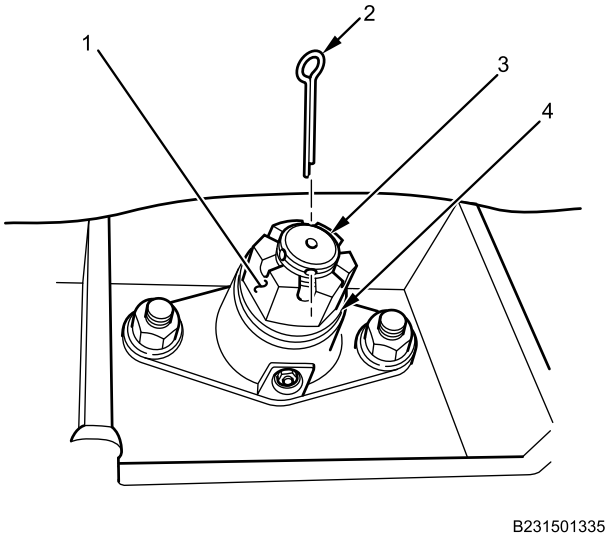

Figure 1. Towing Pintle Hook Assembly from Backside of Rear Frame Crossmember.
1. Remove cotter pin (Figure 1, Item 2) from towing pintle hook pivot bolt (Figure 1, Item 3). Discard cotter pin.
2. Remove castle nut (Figure 1, Item 1) and flat washer (Figure 1, Item 4) from towing pintle hook pivot bolt (Figure 1, Item 3).